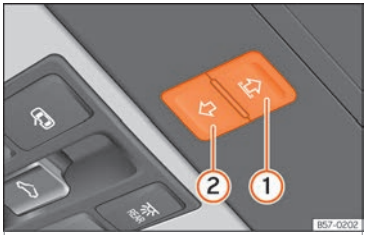

Fig. 129 Nel rivestimento interno del tetto: tasti della tendina parasole.
I tasti ››› fig. 129 ① e ② presentano due livelli. Nel primo livello è possibile aprire o chiudere la tendina parasole, completamente o parzialmente.
- *Tendina parasole:* prima che siano trascorsi 5 secondi dall'attivazione della pilotaggio, premere il tasto ››› fig. 129 ② finché la tendina non si sarà chiusa completamente.